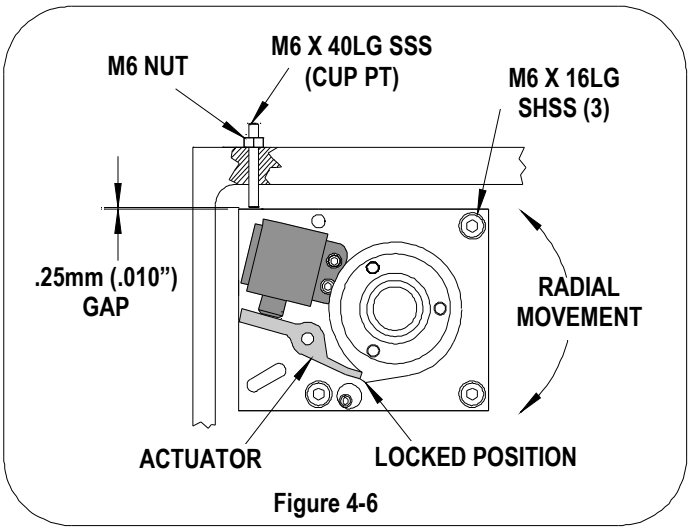

Figure 4-6
8. Verify proper clearance for radial movement of the solenoid/clutch assembly. Check the gap between the solenoid/clutch mounting plate and the M6 stop screw located on the upper left hand corner. If the gap is more or less than the recommended .25.00mm (.010") loosen the M6 nut and adjust the screw to the appropriate gap. Be certain to tighten the nut and double check the gap after securing the nut. See Figure 4-6.